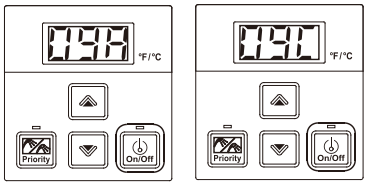

Fig. 3
5.Pulsar el botón "**ON/OFF**" del panel de control para modificar los valores de los parámetros (Fig. 3).